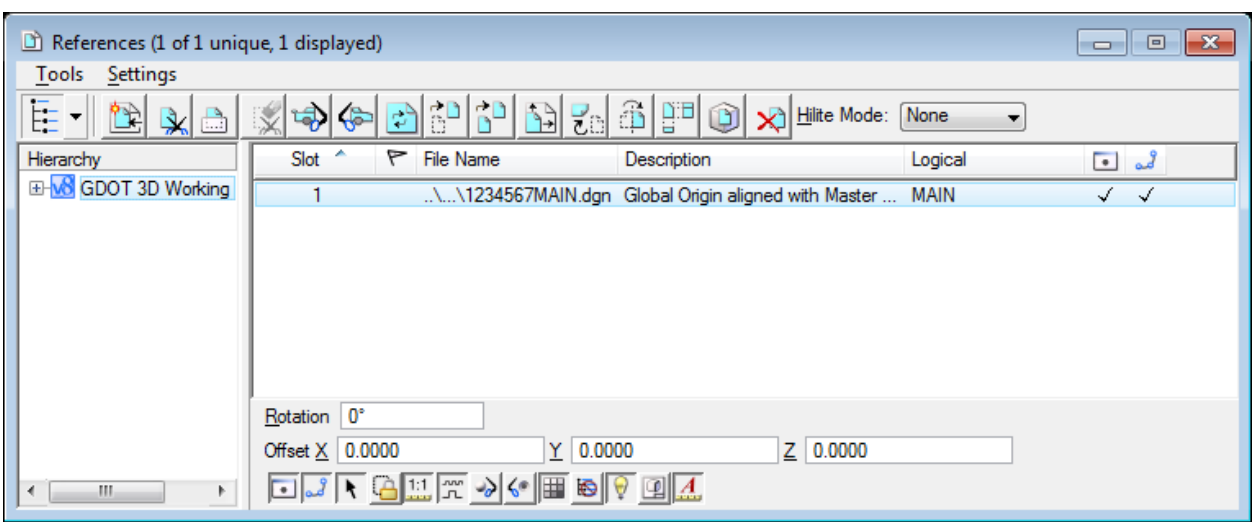

Figure L10-9 References Window
19.	**Detach the 1234567MAIN.dgn Reference File.** The **1234567MAIN.dgn** Reference File will be detached in order to create the DGN file for the Construction Limits. • In MicroStation, select **File ► References**. The **References** Window opens as shown in *Figure L10-9*.